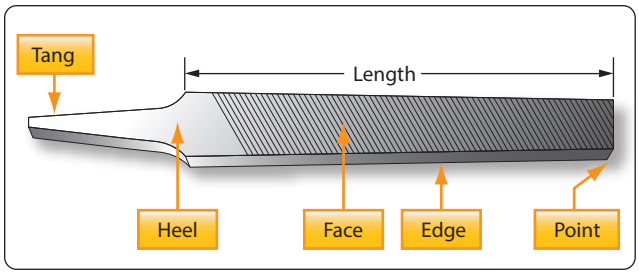

Figure 11-16. *Hand file.*
1. Their length, measured exclusive of the tang *[Figure 11-16]*;
2. Their kind or name, such as a hand file shown in *Figure 11-16*, that has reference to the relative coarseness of the teeth; and